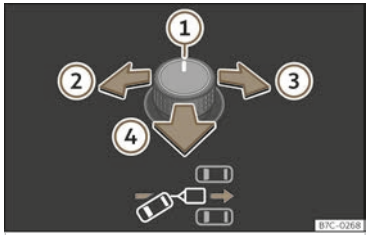
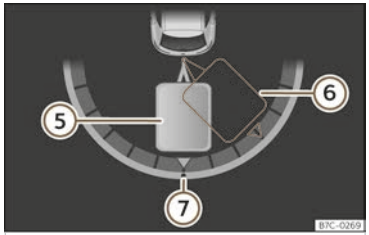

Fig. 172 Outside rearview mirror rotary control: adjust the trailer angle.
Fig. 173 Instrument cluster display: engage reverse.
Key to the ››› **Fig. 172** , ››› **Fig. 173**:
- Tilt the rotary control until the desired direction is reached ››› **Fig. 172**. A representation of the tow vehicle and trailer set is shown on the instrument cluster screen for guidance purposes ››› **Fig. 173**.